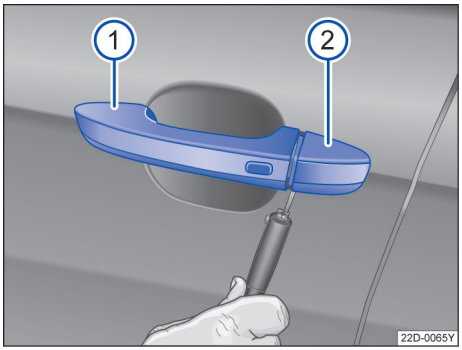

图 51 取下在驾驶员车门内车门锁的盖罩
– 拉起开门把手 ①。
– 将无线遥控钥匙的钥匙头从下面插入盖罩的开口内→ 图 51②。
– 转动钥匙以便松开盖罩并取下→ 图 51。